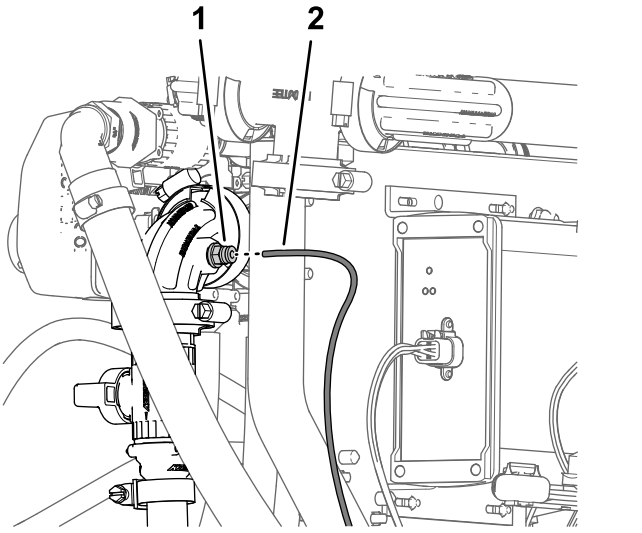

Figur 138
5. Innrett enden av det trykkfølsomme røret (plast) for trykkmåleren i dashbordpanelet med klemhylsen for rørkoblingen 90°-koblingen på avstengningsventilen til håndsprederstavsettet eller det elektriske slangetrommelsettet (Figur 138).
6. Skyv det trykkfølsomme røret inn i klemhylsen inntil røret er helt på plass (Figur 138).